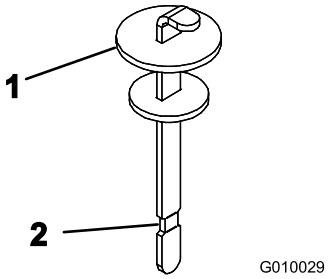

Figuur 19
4. Verwijder de peilstok uit de vulbuis en veeg deze af met een schone doek. Steek de peilstok in de vulbuis. Verwijder deze daarna en controleer het vloeistofpeil. Het vloeistofpeil moet tot aan de markering op de peilstok staan (Figuur 19).